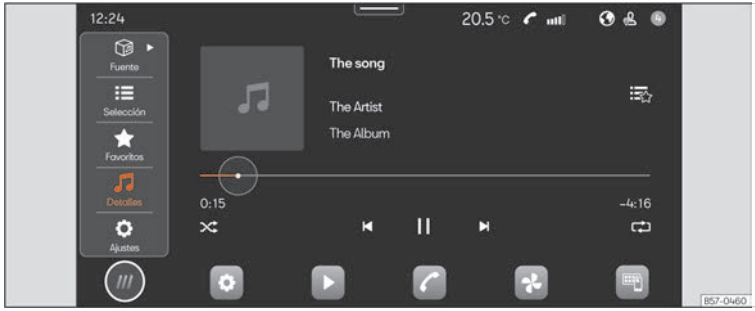

Fig. 165 Representació esquemàtica: Vista Multimedia.
- Premeu **HOME** > ▶ ››› fig. 165.